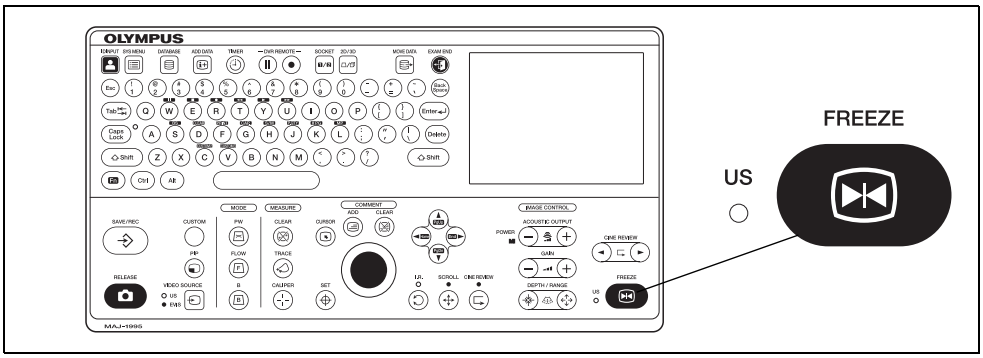

рисунок 7.42
- При включении режима стоп-кадра светодиод под буквами «US» слева от клавиши FREEZE клавиатуры будет светиться. В режиме EVIS данный светодиод US отличается. (см. рис. 7.42)